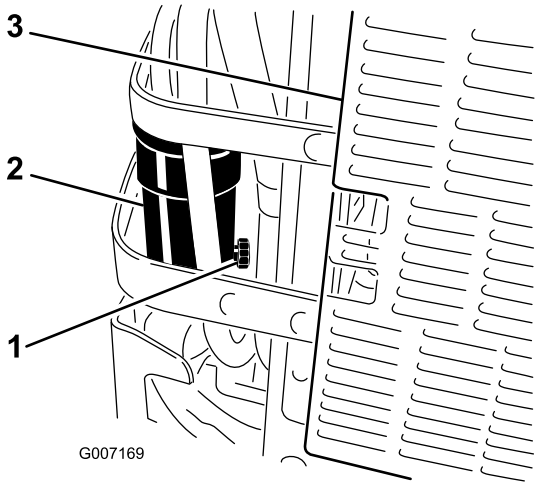

Figur 48
6. Åpne tømmefilteret på vannseparatoren ca. én omdreining slik at vann og andre kontaminanter tappes ut (Figur 48).
7. Steng tappeventilen når det kommer ut rent dieseldrivstoff (Figur 48).